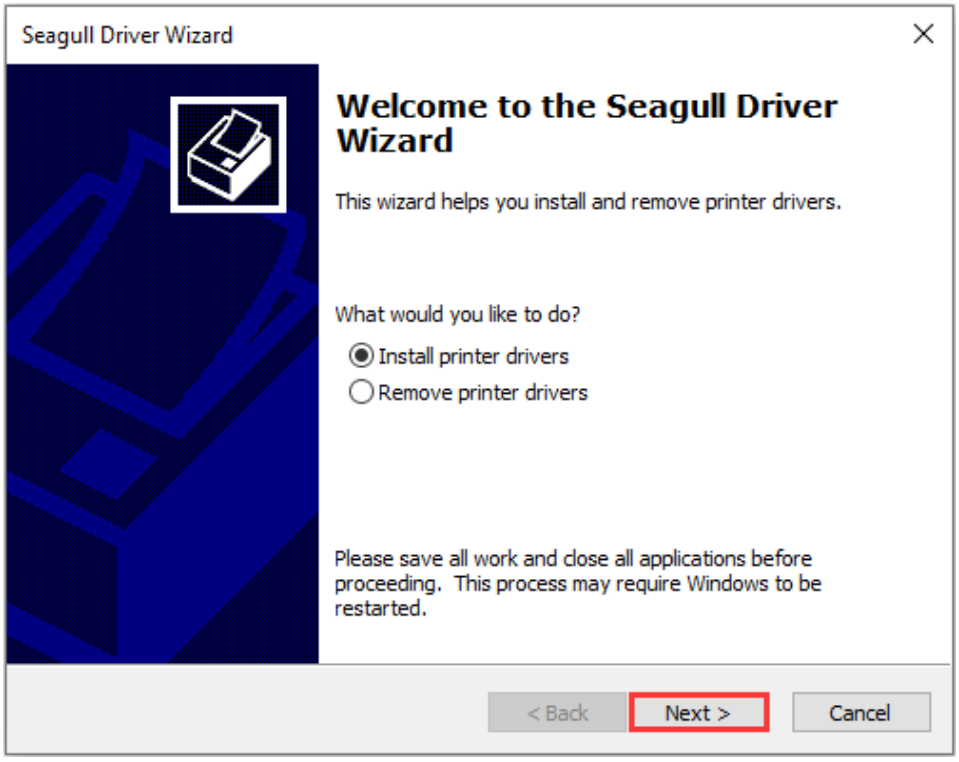

Figure 2-28 Seagull Driver Wizard Screen
6. On the "Seagull Driver Wizard" screen, select "Install printer drivers", and then click "Next", as shown in Figure 2-28.